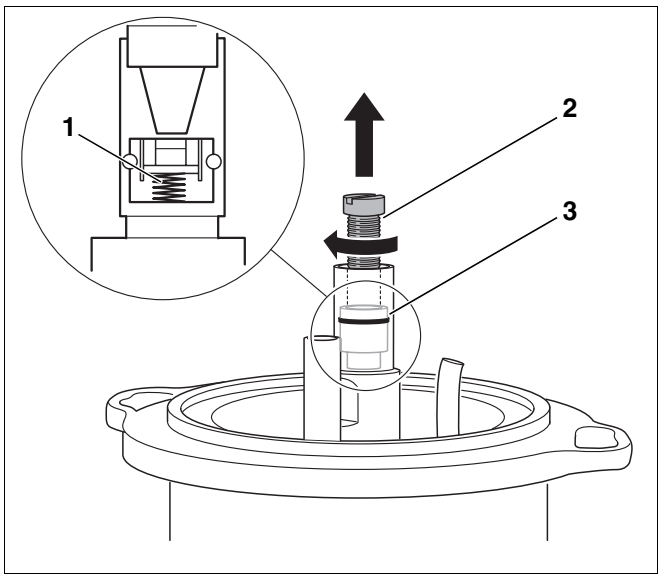

Abb. 62 Abschlussventil austauschen
Das Abschlussventil (Abb. 62, **Pos. 3**) im Ölvorwärmer arbeitet wie ein Rückschlagventil. Wenn die Ölpumpe in Betrieb ist, drückt sie das Öl durch das Abschlussventil. Schaltet sich die Pumpe aus, schließt sich das Abschlussventil über eine Feder (Abb. 62, **Pos. 1**).
- Schraube M5 × 50 (Abb. 62, **Pos. 2**) einschrauben.
- Abschlussventil (Abb. 62, **Pos. 3**) herausziehen.